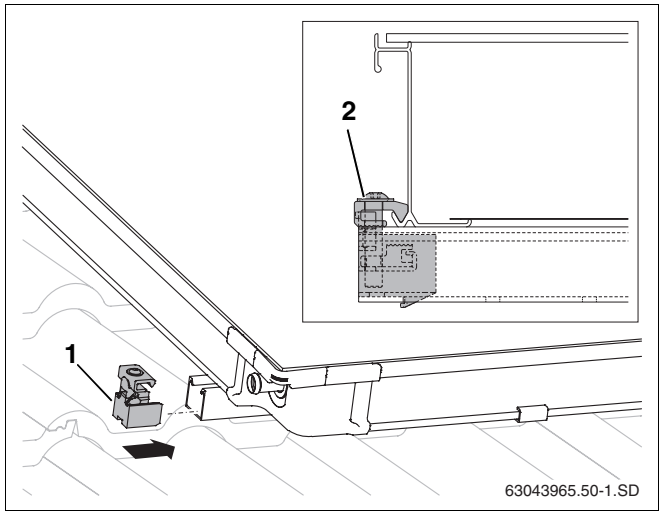

Abb. 49 Einseitiger Kollektorspanner links
- Einseitige Kollektorspanner (Abb. 49, **Pos. 1**) in obere und untere Profilschienen schieben.
- Kollektorspanner bis an den Kollektorrahmen schieben und mit Schlüssel SW5 verschrauben (Abb. 49, **Pos. 2**).